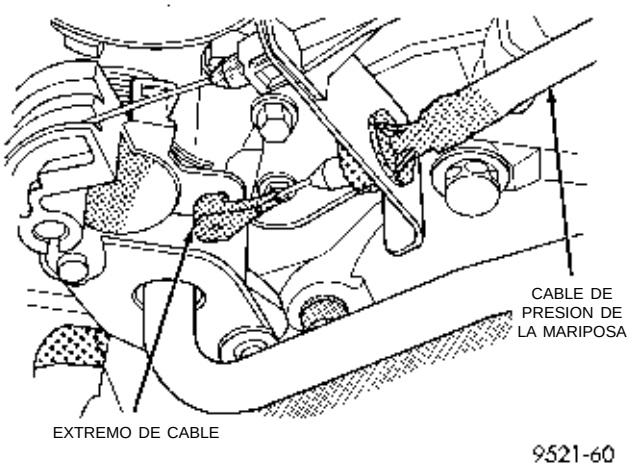

Fig. 19 Extremo del cable en la articulación de la mariposa del acelerador
(3) Desenganche el extremo del cable de la leva de la articulación del acelerador. Apriete hacia adentro las lengüetas del soporte (Fig. 19). Retire el cable del vehículo.